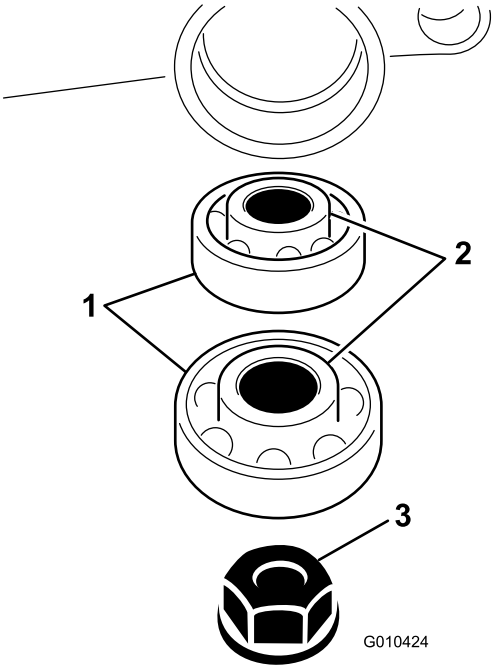

Рисунок 10
10. Вставьте подшипники на вал в корпусе механической щетки (Рисунок 10).
11. Прикрепите вал механической щетки к корпусу механической щетки в сборе с помощью гайки (3/8 дюйма), как показано на Рисунок 10.